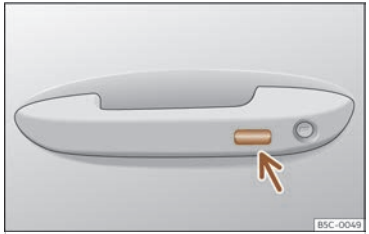

Fig. 90 Door handle: sensor surface.
- **OR:** using the Keyless Access system (only locking): Press and hold the locking sensor surface ››› **Fig. 90** (arrow) on the door handle for several seconds to close the windows and the sunroof. If you stop touching the sensing surface, the closing function is interrupted.
Press and hold the locking sensor surface ››› **Fig. 90** (arrow) on the door handle to close the sunroof. If you stop touching the sensing surface, the locking function is interrupted.